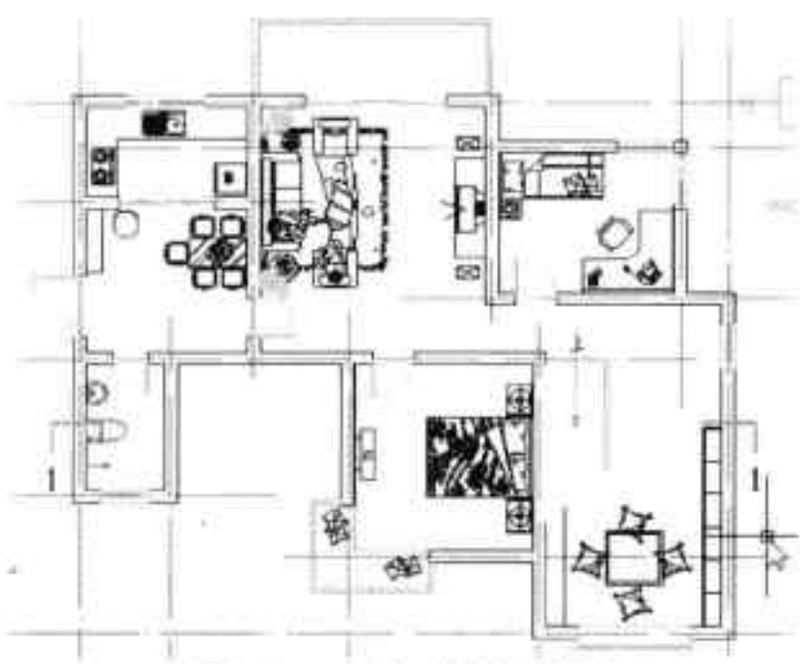

图18-57 绘制剖切符号
Step 01 打开“创建立面图.dwg”文件，执行“符号标注>剖切符号”命令，根据命令行中提示，在图纸剖切位置绘制剖切符号，如图 18-57 所示。